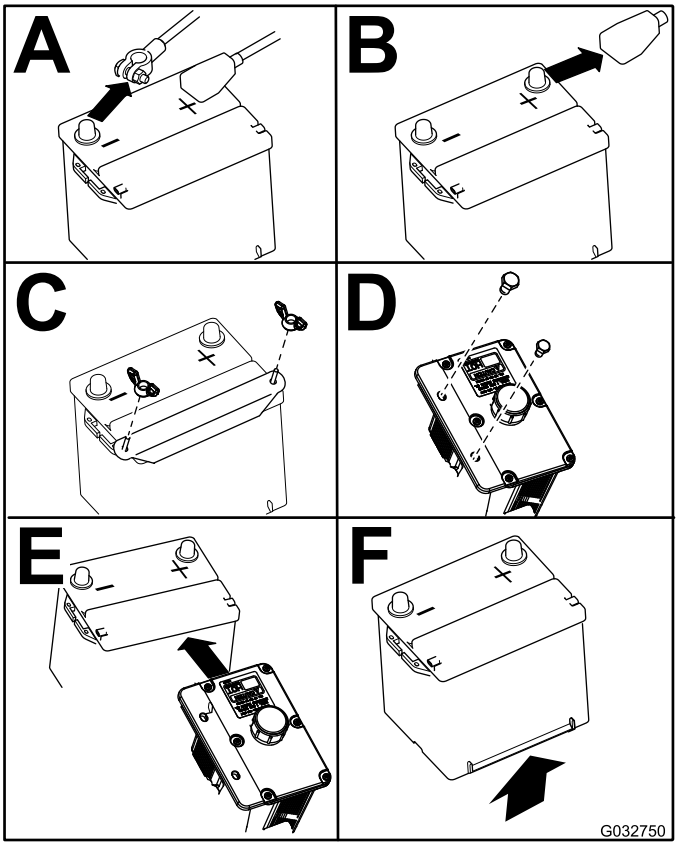

Figur 73
4. Ta bort batteriet enligt Figur 73.